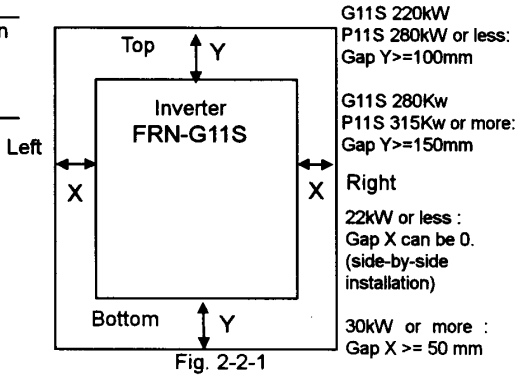

Fig. 2-2-1
① Securely fasten the product in an upright position on a solid structure such that FRENIC5000G11S is facing the front. Do not turn the product upside down or install in a horizontal position.
② As heat is generated during inverter operation, the spaces shown in Fig. 2-2-1 are required to ensure sufficient cooling. As heat radiates upward, do not install the product beneath a device sensitive to heat.
③ As the heat sink may reach a temperature of 90°C during inverter operation, ensure that the material surrounding the product can withstand this temperature.